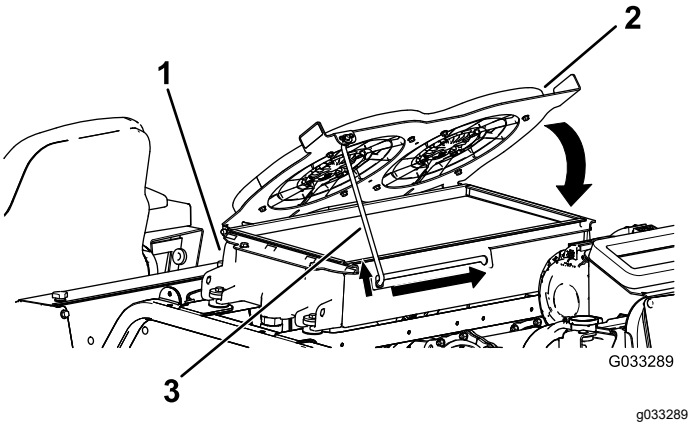

Figur 89
4. Rikta hydraulsystemets kylfläktar nedåt och fäst stöttan i skåran (Figur 89).